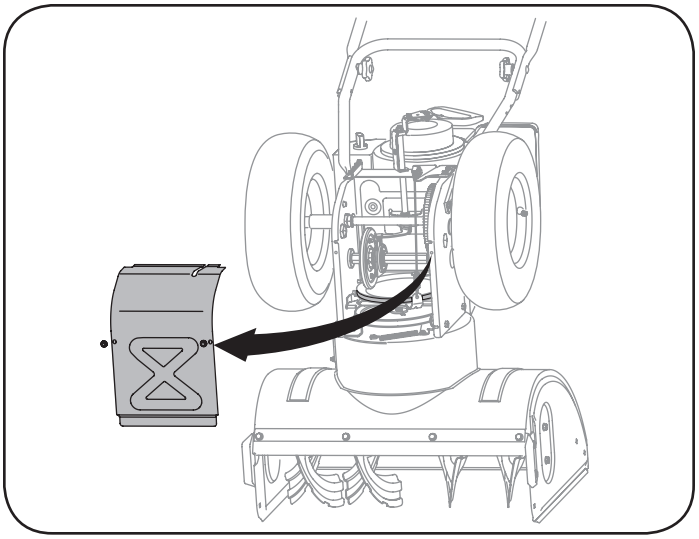

Figura 28
5. Saque la cubierta del marco desde debajo de la máquina quitanieve retirando los tornillos autorroscantes que la aseguran. Vea la figura 28.
5. Saque la cubierta del marco desde debajo de la máquina quita nieve retirando los tornillos autorroscantes que la aseguran. Vea la figura 28.